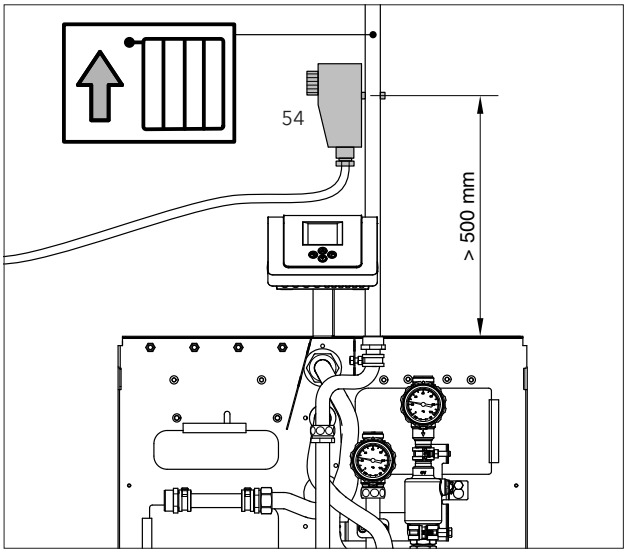

*Abb. 33 Mögliche Einbauposition eines Temperaturwächters (**54**) für einen Niedertemperatur-Heizkreis.*
- Bei Niedertemperatur-Heizkreisen (z. B. Fußbodenheizkreise) muss ein Temperaturwächter (54) eingebaut werden, um Schäden durch Übertemperatur zu vermeiden (Abb. 33). Der Wächter darf nicht an ummantelten Rohren angebracht werden. Um eine ausreichende Wärmeleitung sicherzustellen, ist vor dem Übergang auf Verbundrohre an der Station zunächst ein Stück Kupferrohr o. ä. zu installieren.